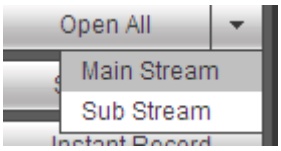

Figure 5-7
- Section 3: Open all. Open all button is to enable/disable all-channel real-time monitor. Here you can select main stream/sub stream too. See Figure 5-7.